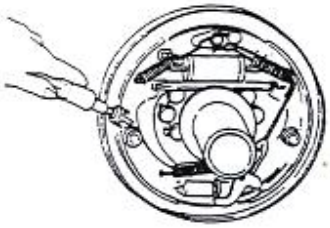

figure 2-18
(3) Disassemble the fixed spring on leading brake shoe.See figure 2-18
(4) Disassemble the leading brake shoe and secondary brake shoe. Then disassemble the